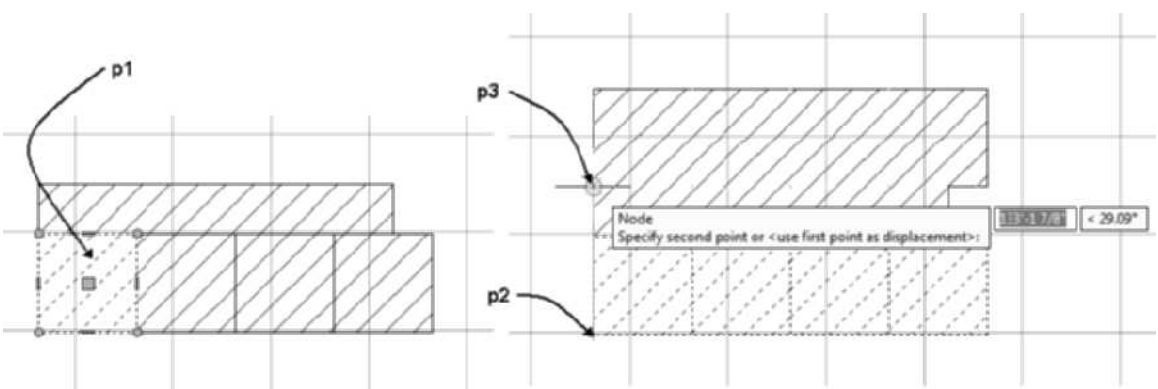

FIGURE 4.28 *Selecting space for copy*
11. Select the Office (Small) space at p1 as shown in Figure 4.28, right-click, and choose Select Similar. Right-click and choose Basic Modify Tools > Copy. Respond to the workspace prompts as follows:
Specify base point or: *(Select a point using the* Node *object snap at* p2 *as shown in Figure 4.28.)*
Specify second point or <use first point as displacement>: *(Select a point using the* Node *object snap at* p3 *as shown in Figure 4.28.)*
Insertion point or: *(Choose the down arrow of the workspace and choose* Drag point *to toggle the insertion point to the lower-right corner of the space. Click to insert the space at* p2 *as shown in Figure 4.28.)*